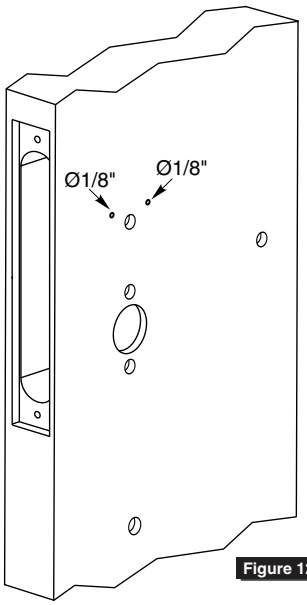

Figure 12
17. **COIN-TURN FUNCTIONS ONLY:** Drill two holes (1/8") halfway through door. (Figure 12)